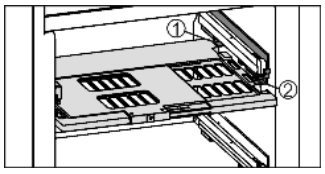

Fig. 8
- ▶ Установка пластины регулировки влажности: поперечные ребра крышки на пластине вставить через низ в задний держатель *Fig. 8 (1)* и защелкнуть спереди на держателе *Fig. 8 (2)*.